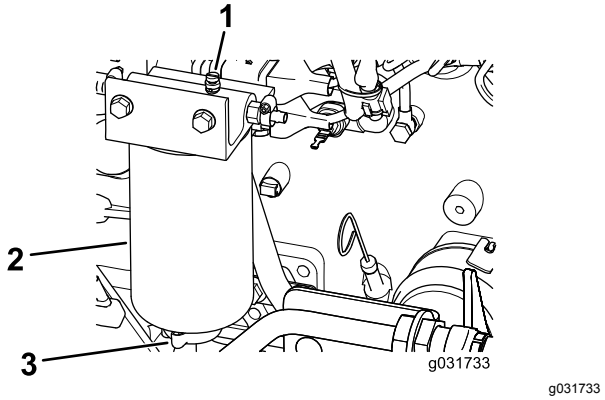

Figur 105
2. Lossa avtappningsventilen i botten av filtret (Figur 105).
2. Töm ut lite bränsle genom att lossa avluftarpluggen och öppna tömningsventilen (Figur 105).